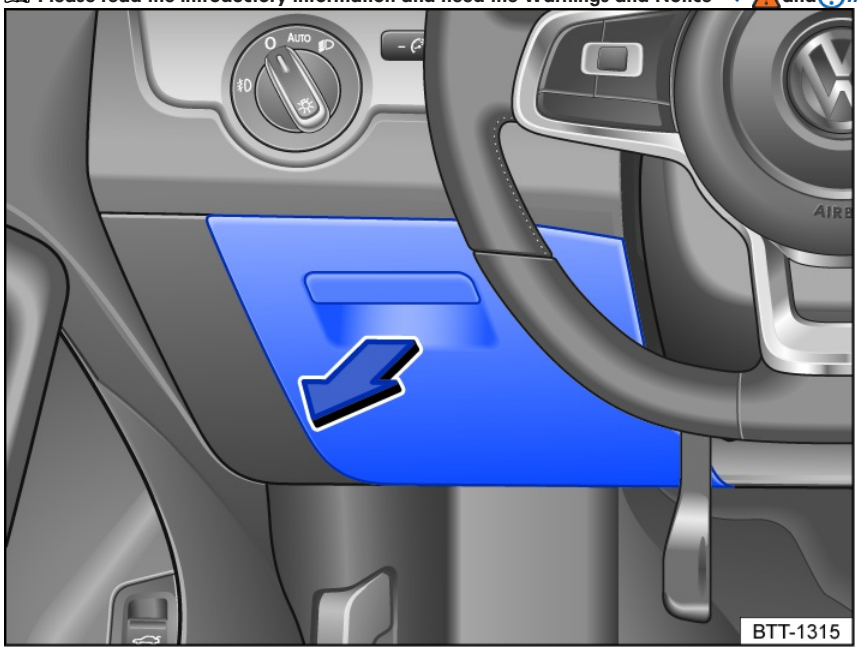

Fig. 130 On the driver side in the instrument panel: fuse box cover.
1. Open the storage compartment on the driver's side in the direction of the arrow *fig. 130*.
2. Close the storage compartment on the driver's side in the opposite direction to the arrow *fig. 130*.